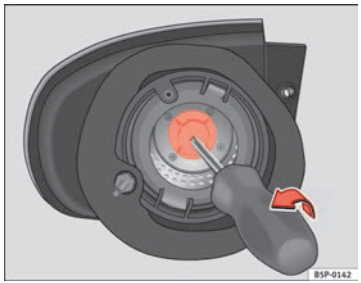

Fig. 193 Turn signal light.
– Pull out the turn signal bulb holder using a screw driver in the direction of the arrow ⇒ fig. 193.